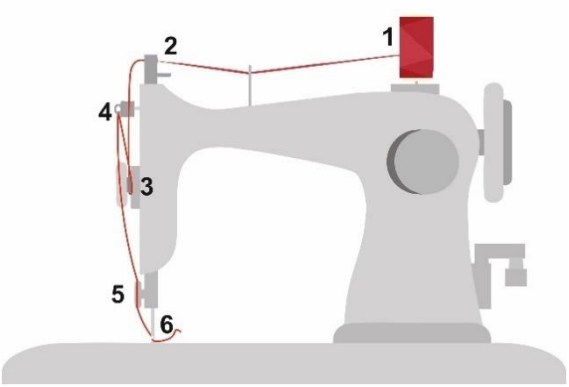

Fig. 2.50: Threading of sewing machine
3. Place the thread reel on the spool pin (Fig 2.50 Label:1)
4. Take the thread end with the hand and pull it through the thread guide at the top (Fig 2.50 Label:2)
5. Now pull the thread down and wrap it around the tension knob (Fig 2.50 Label:3)
6. Pull the thread back up again at the second thread guide (Fig 2.50 Label:4)